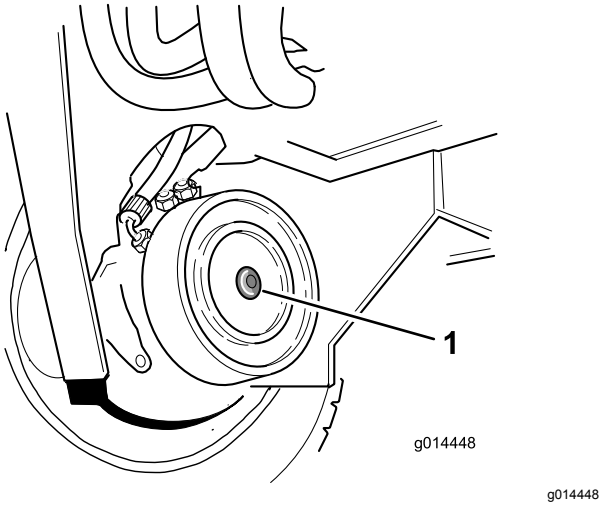

**Figuur 35**
2. Ga naar de schijfrem van de rechter voorwielmotor en verwijder de zeskantige plug (Figuur 35).